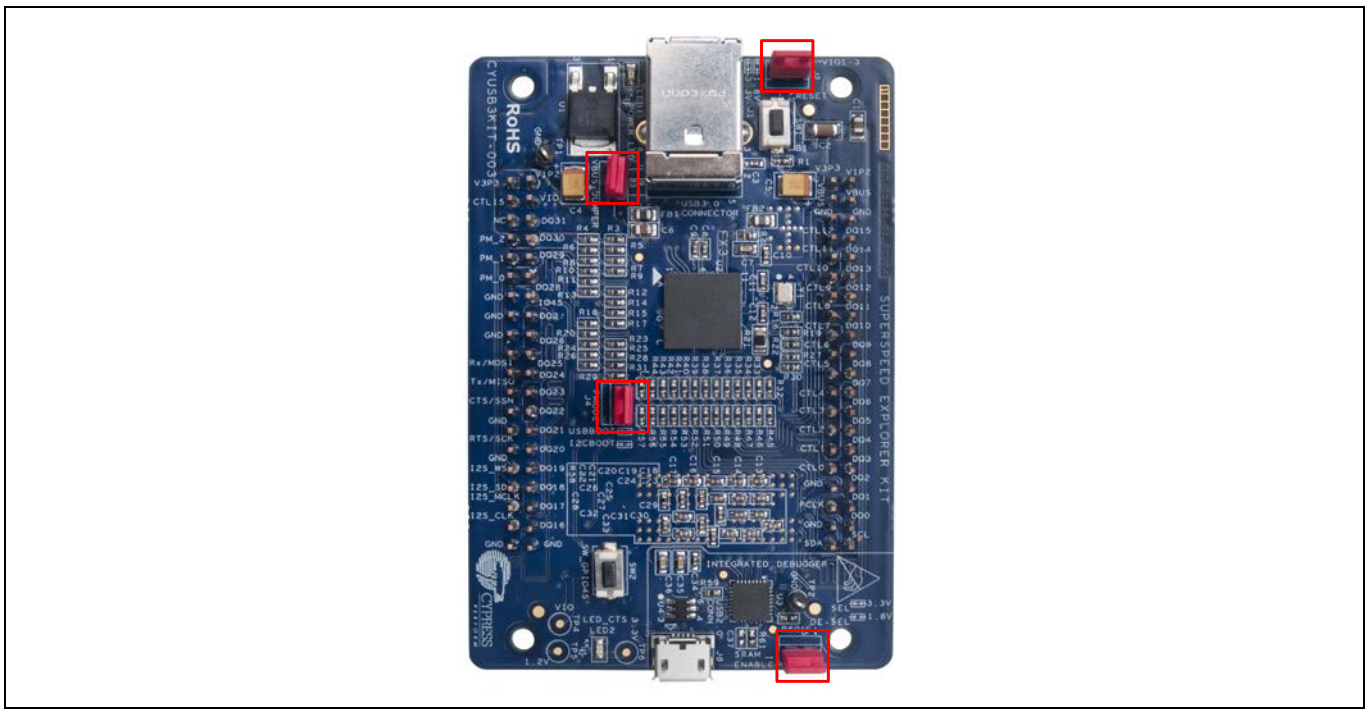

Figure 12 SuperSpeed Explorer 套件电路板的 USB 启动设置
1. 准备 **EZ-USB™ FX3 SuperSpeed Explorer 套件 (CYUSB3KIT-003)**。在该过程中，EZ-USB™ FX3 固件是从 USB 主机下载的，因此必须配置 EZ-USB™ FX3 DVK 开发板从 USB 启动。连接所有跳线器 (如 **Figure 12** 所示)，来选择 USB 启动。这些跳线器设置都使用一个红色框或圆圈加亮显示。有关该开发板的详细信息，请参考**套件用户指南**。SuperSpeed Explorer 套件电路板只能由 USB 线缆供电 (总线供电)。